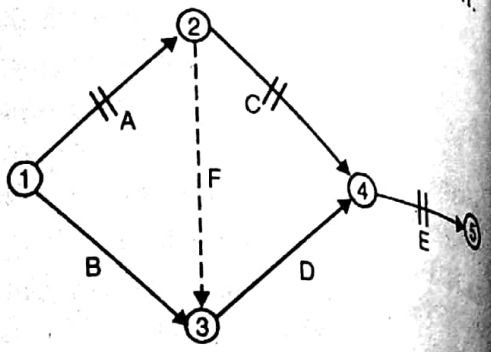

Fig. 16.1
A network is a schematic representation of the entire project, consisting of number of activities. These activities are joined together in such a way as to form an integrated network, as shown in Fig. 16.1.
The activity may be classified as critical activity, non-critical activity and dummy activity. The activity is called critical if its earliest start time (EST) plus the time taken by it, is equal to the latest finishing time (LFT). *A* critical activity (*e.g. A*, *C* or *E*) is marked either by a thick arrow or by two lines as shown in Fig. 16.1.
The non-critical activities have provision (float or slack) so that, even if they consume a specified time over and above the estimated time, the project will not be delayed. In Fig. 16.1, *B* and *D* are non-critical activities.
When two activities start at the same instant of times (like activities *C* and *D*), the head events are joined by a dotted arrow and this is known as dummy activity as shown by *F* in Fig. 16.1. The dummy activity does not consume time and resources.
2. *Event.* The event is a specific instant of time which makes the start and the end of an activity. The event consumes neither time nor resources. It is represented by a circle and the event number is written within the circle, as shown in Fig. 16.1.
3. *Critical path.* It is that sequence of activities which decide the total project duration. It is formed by critical activities. In Fig. 16.1, 1–2–4–5 is the critical path. *A* critical path consumes maximum resources. It is the longest path and consumes maximum time. *A* critical path has zero float or slack.